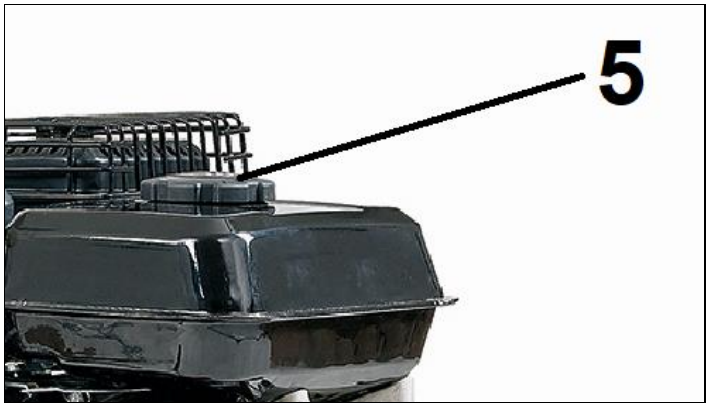

Rys. 5
1. Odkręć korek zbiornika oleju (Rys. 5, poz. 6).
1. Odkręć korek zbiornika paliwa (Rys. 5, poz. 5).